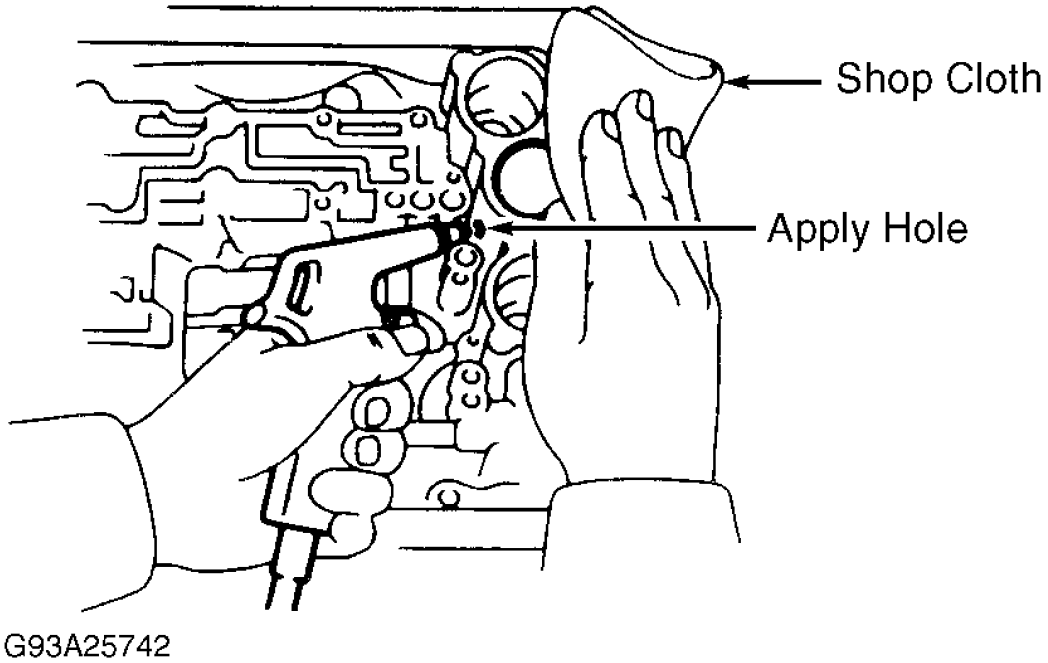

Fig. 11: Removing Accumulator Pistons & Springs
7. Remove remaining accumulators by applying 14 psi (1kg/cm^2) of air pressure to apply hole. See **Fig. 11** . Cover accumulator bores with a rag when applying air.